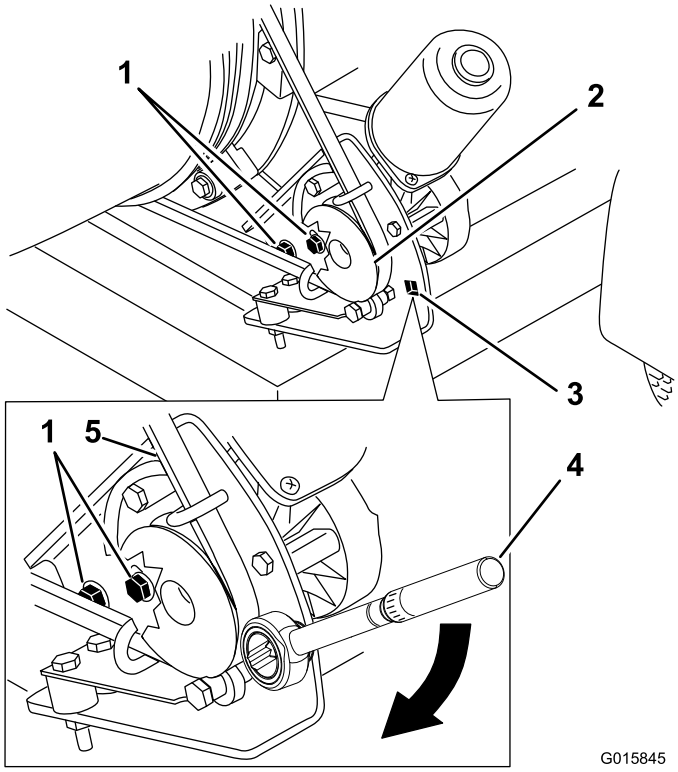

**Figuur 33**
1. Draai de bouten los die de bevestigingsbeugel aan het frame van de blazer bevestigen (Figuur 33).
2. Plaats een momentsleutel op de montagebeugel voor de poelie (Figuur 33).
3. Draai de montagebeugel van de poelie weg van de afvoer tot de momentsleutel 22,6 tot 26,0 Nm aangeeft (Figuur 33).